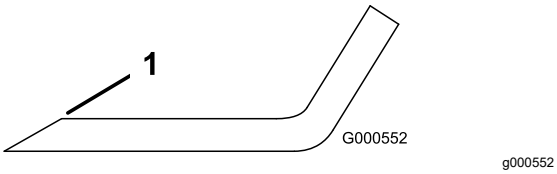

Figure 62
1. Au moyen d'une lime, aiguisez les tranchants aux deux extrémités de la lame (Figure 62).
Remarque: Si la lame est déséquilibrée, limez un peu l'extrémité de l'ailette seulement (Figure 62).